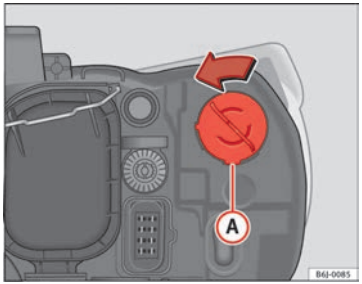

Fig. 141 Turn signal
– Rotate the bulb holder ⇒ fig. 141 (A) to the left and pull.